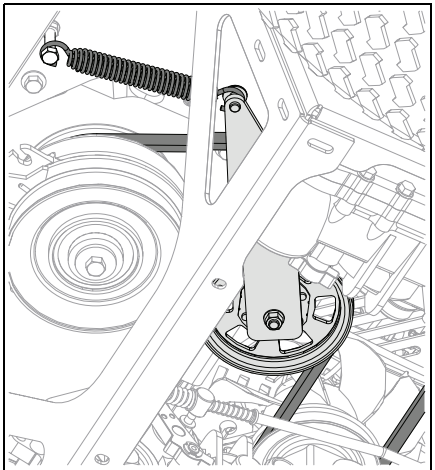

Figure 63
3. Reinstall transaxle idler spring hook around anchor bolt to apply tension to belt. See Figure 63.